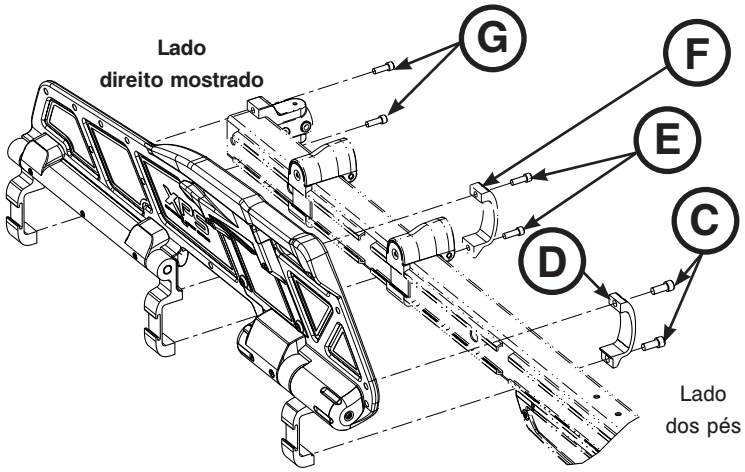

Figura 82
5. Com uma chave sextavada de 1/4”, remover os parafusos sextavados interiores (C) que fixam o grampo da calha lateral (D) ao conjunto de roquete no lado dos pés do conjunto principal (Figura 82). Durante a instalação, apertar ambos os parafusos novos a 29,8 Nm ± 4,4 Nm (22 ± 3,3 pés-lb).
6. Com uma chave sextavada de 3/16”, retirar os dois parafusos sextavados interiores (E) que fixam o grampo do meio da calha lateral (F) ao conjunto da calha exterior (Figura 82).
7. Com uma chave sextavada de 3/16”, retirar os dois parafusos sextavados interiores (G) que fixam a parte superior e inferior do suporte de interface da base/cama no conjunto da calha exterior (Figura 82).